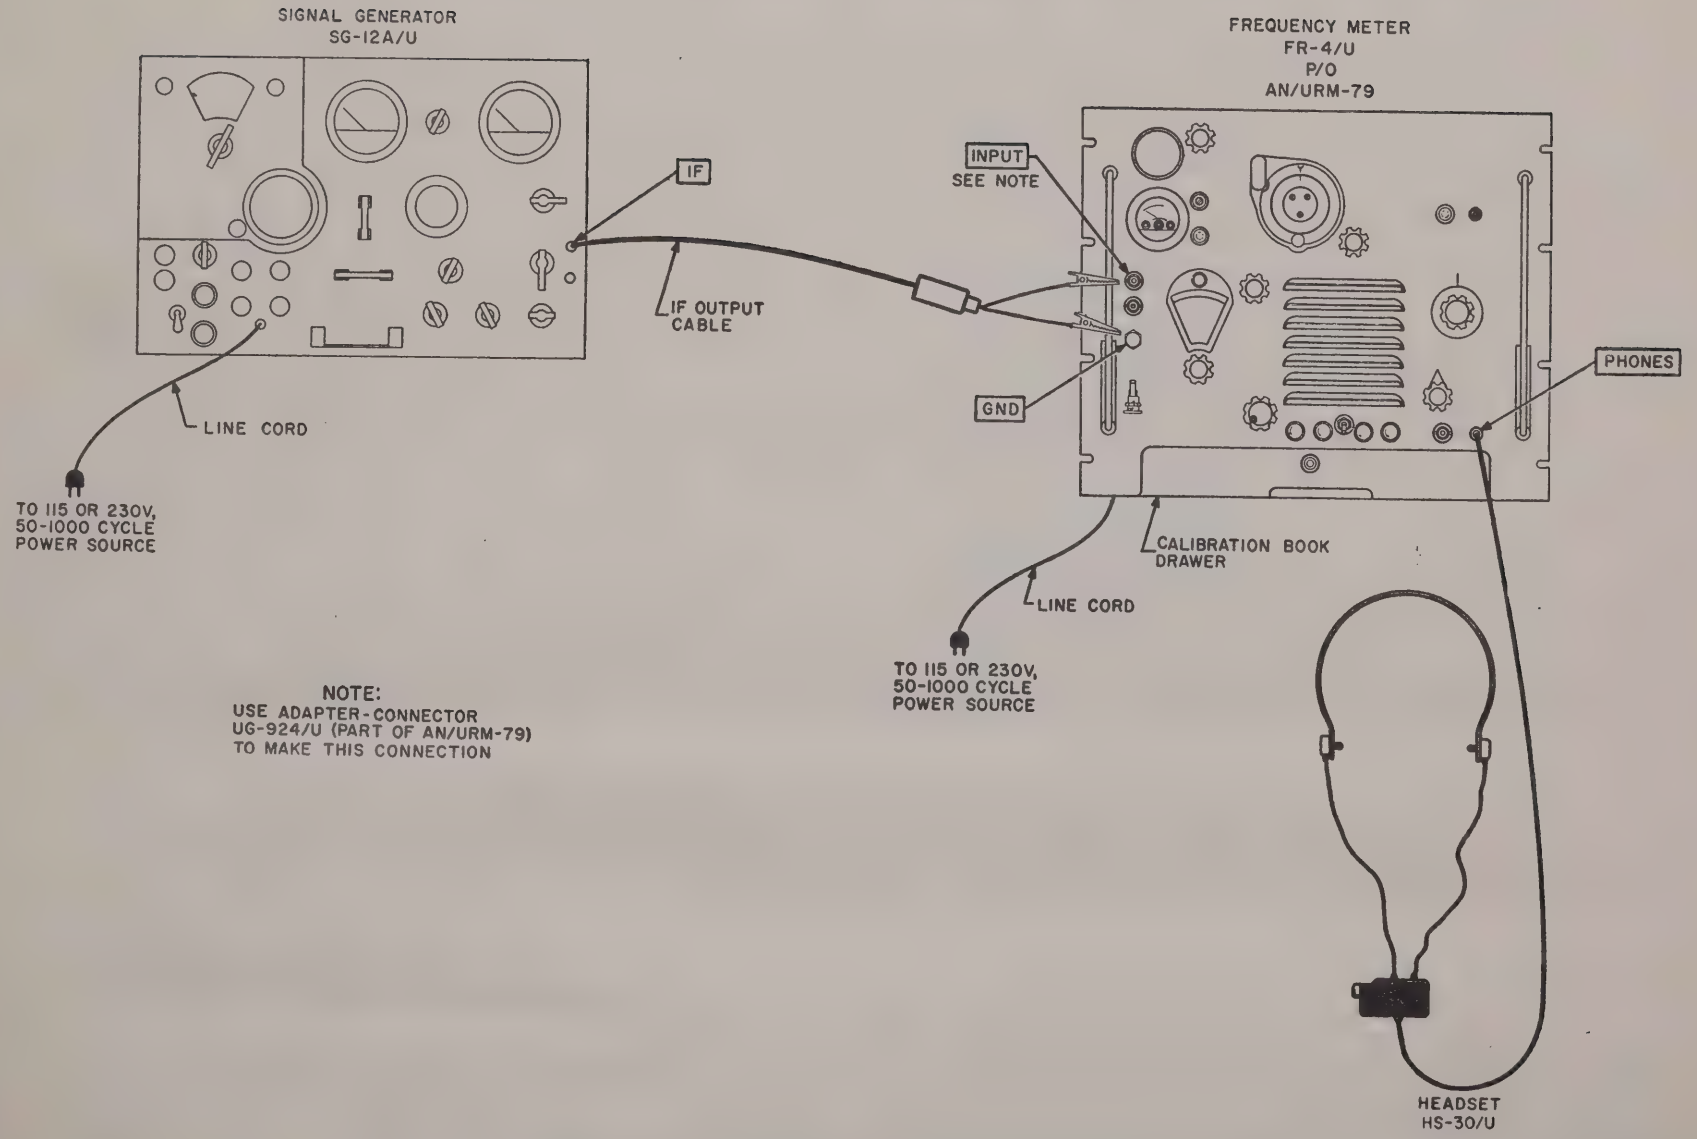

Figure 43.8. IF oscillator frequency calibration check
b. Test Connections and Conditions. Connect the equipment as shown in figure 43.8. After turning on the FR–4/U (p/o AN/URM–79), allow at least a 20-minute warmup time before proceeding with the test procedure.